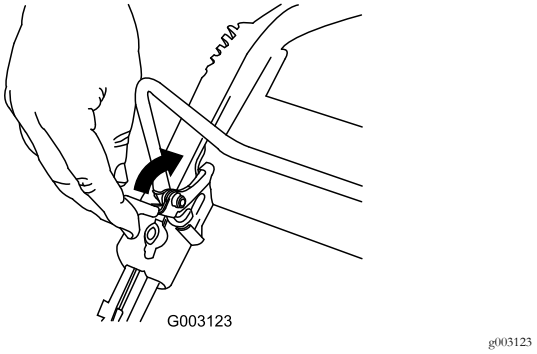

Figura 21
Para apagar el motor, mantenga pulsado el botón de parada del motor (Figura 21) hasta que el motor se apague.
1. Tire hacia atrás del mecanismo de bloqueo de la barra de control (Figura 21).